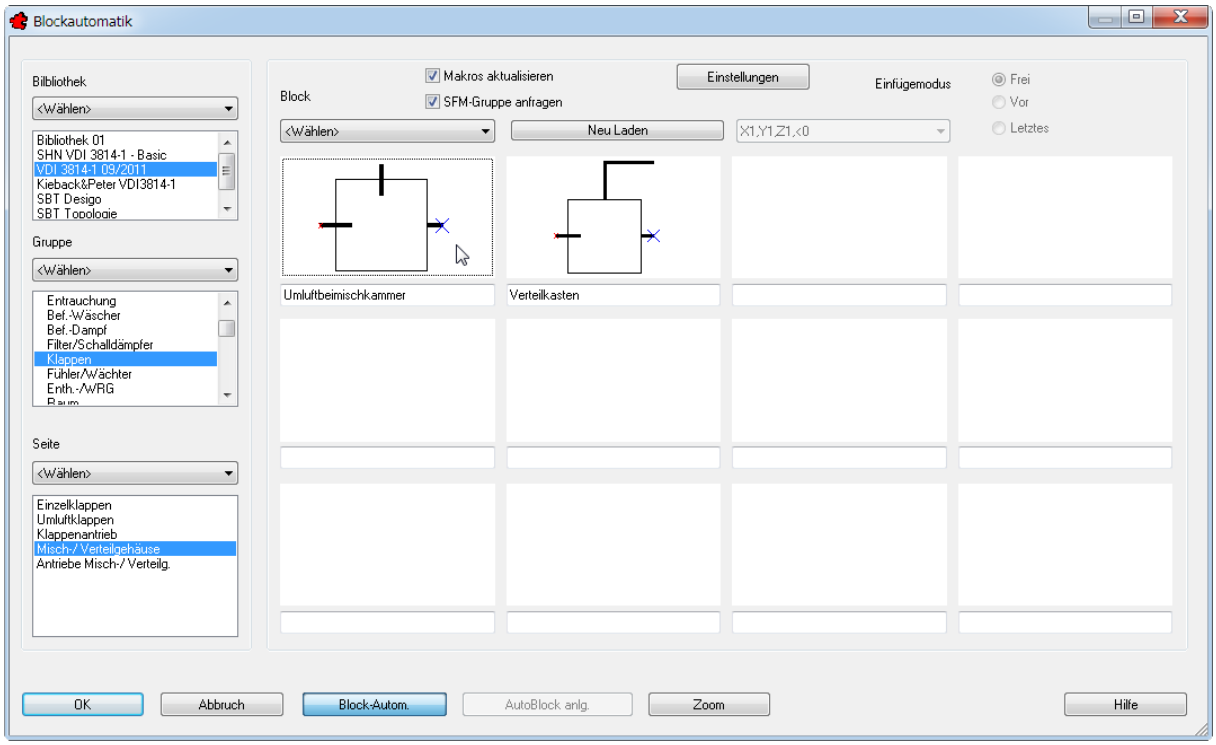

Bild 28.6 – Einfügen der Mischkammer
- Wählen Sie die Gruppe *Klappen*, die Seite *Misch-/Verteilgehäuse* und dort den Block *Umluftbeimischkammer*, den Sie mit einem Doppelklick konfigurieren (Abb. 28.6).